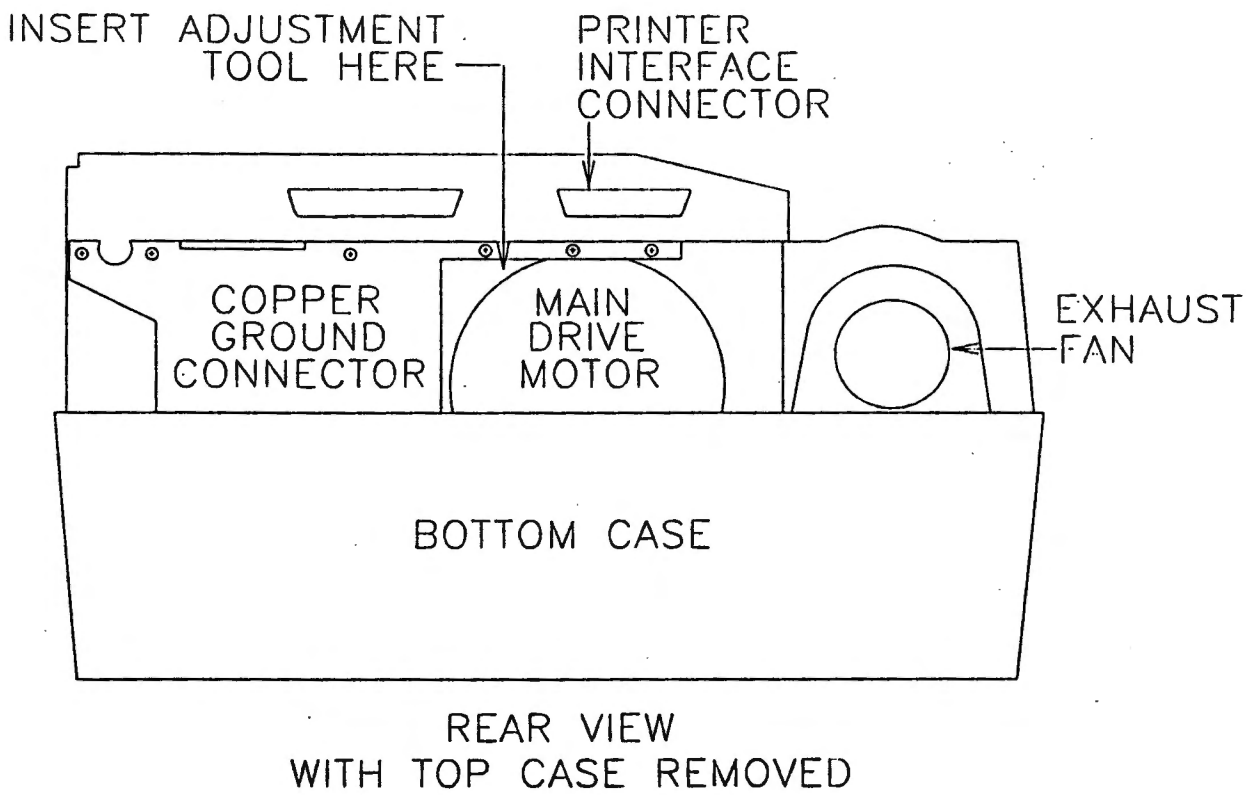
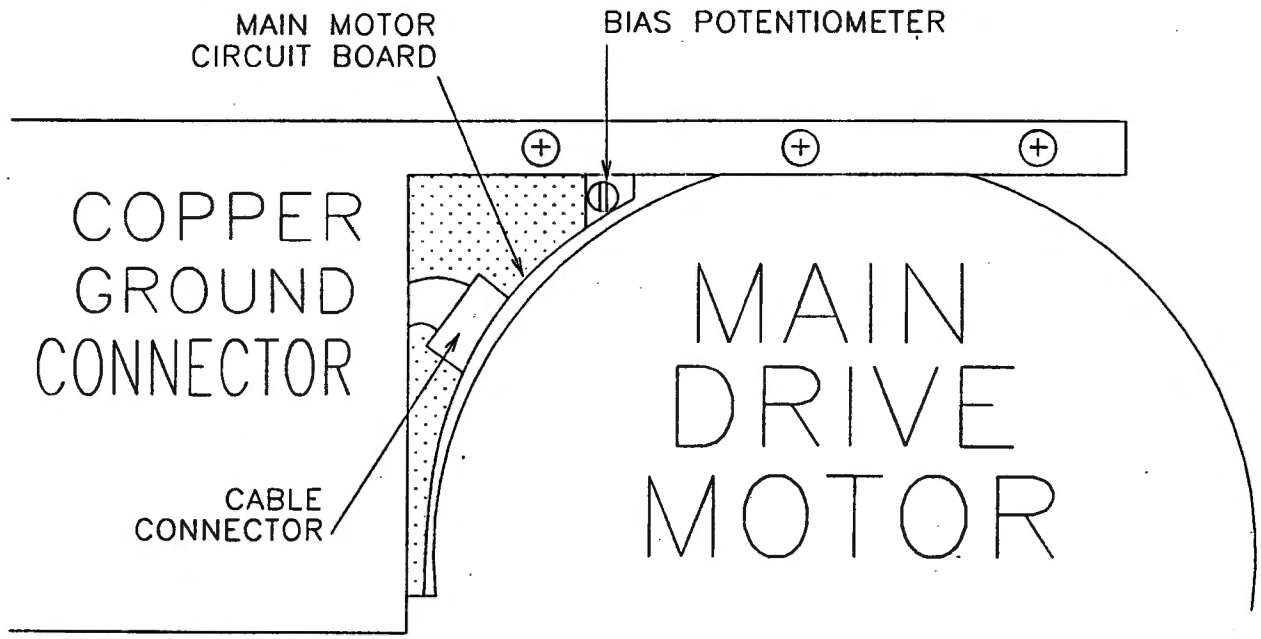

Figure 2
Figure 3
7. The potentiometer that is to be adjusted is part of the charge/bias power supply. From the back of the printer, it is recessed in about 3 inches. Position a plastic TV alignment screwdriver (with an extender) through the back of the printer as shown in figures 2 and 3. Figure 2 shows a rear view of the printer with the case top off and closed. Figure 3 shows an enlarged view of the area showing the exact location of the potentiometer. A flashlight may be necessary to help locate the potentiometer. **DO NOT** push in too hard towards the potentiometer, as it may bend and become unadjustable.